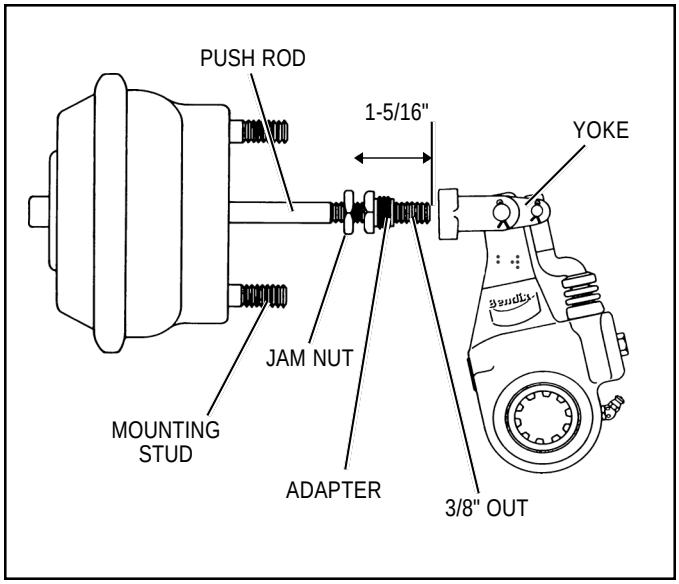

*FIGURE 3 - **EASY-ON YOKE ASSEMBLY***
EASY-ON YOKE (REFER TO FIGURE 3)
3. If the ASA-5™ slack adjuster has the easy-on yoke (see Figure 3), position the brake actuator push rod jam nut approximately 1-5/16 inches from the end of the brake actuator push rod. Thread the easy-on yoke adapter on the brake actuator push rod until it is approximately 3/8 inch from the end of the brake actuator push rod end. Turn the ASA-5™ slack adjuster manual adjustment hex clockwise until the adapter extends into the threaded bore of the yoke approximately 1/8 inch. Thread the adapter into the yoke and tighten to 10 foot pounds.